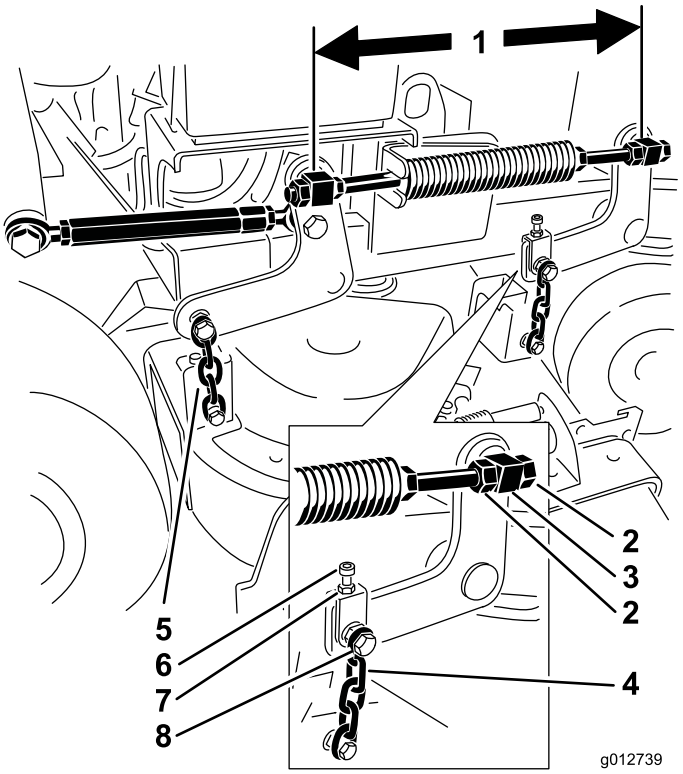

Figuur 82
6. Controleer de afstand tussen de wartels, meet in het midden van de wartels (de lengte van midden tot midden) op de draadstang. Deze afstand moet 49,5 cm bedragen voor maaidekken van 91,4 cm en 43,7 cm voor maaidekken van 101,6 cm (Figuur 82).
9. Gebruik de contramoeren bij de voorste wartel om de lengte tussen de voorste en achterste wartel aan die kant aan te passen (Figuur 82).
11. Gebruik de stelbout om evenveel spanning op beide kettingen aan de voorkant te krijgen (Figuur 82).
5. Draai de moer op de bovenste kettingbout en de contramoer op de stelbout los (Figuur 82).
6. Gebruik de stelbout om de voorzijde 6 tot 10 mm lager in te stellen aan de voorkant bij punt **A** dan aan de achterkant bij punt **B** (Figuur 82).